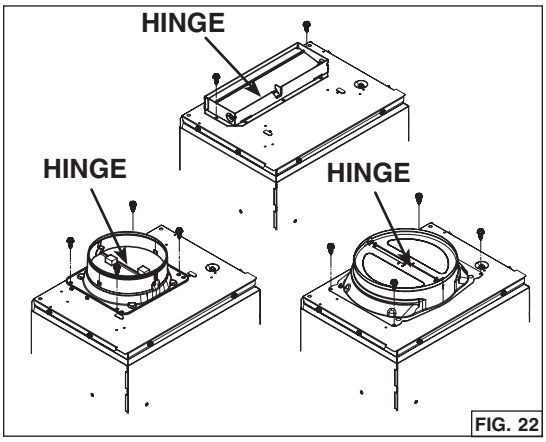

FIG. 22
10. For rectangular ducting, use 2 included no. 8-18 x 1/4" metal screws to attach the included 3¼" x 10" adapter damper on top of the unit, over the blower exhaust opening (FIG. 22).
For round ducting, use 4 included no. 8-18 x 1/4" metal screws to attach the included 6-in. round (or 8-in. round) adapter damper on top of the unit, over the blower exhaust opening (FIG. 22).